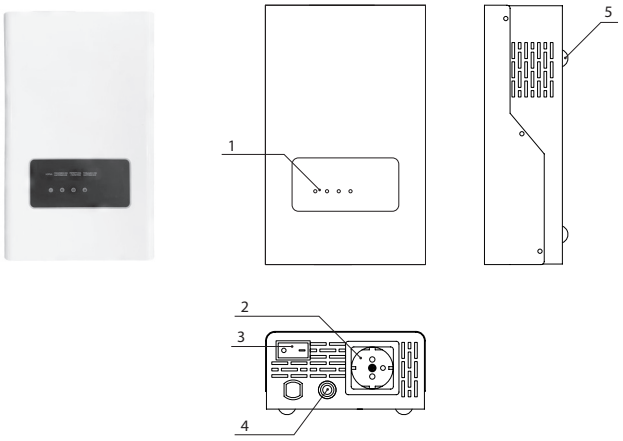

Рисунок 1.
- VOLT ASIVS 350W/VOLT ASIVS 500 – Рисунок 1;